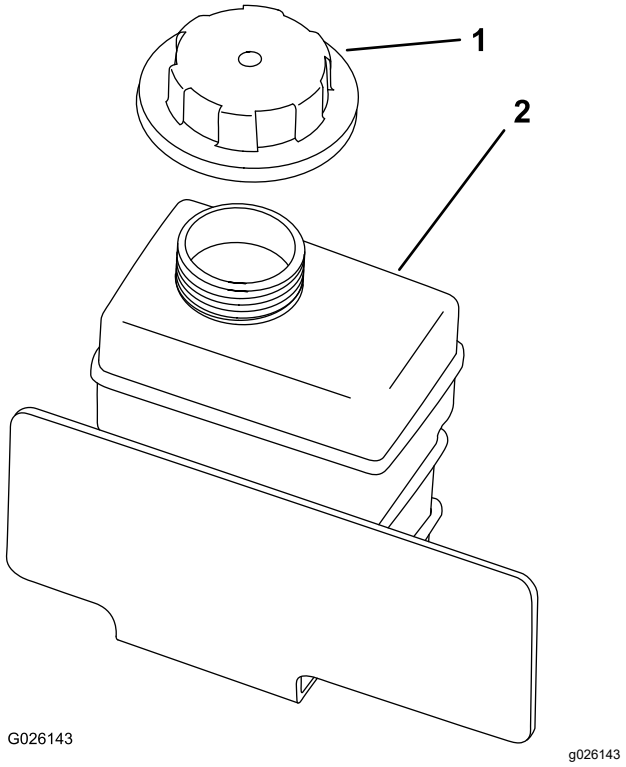

Figuur 18
2. Controleer het koelvloeistofpeil in de reservetank (Figuur 18).